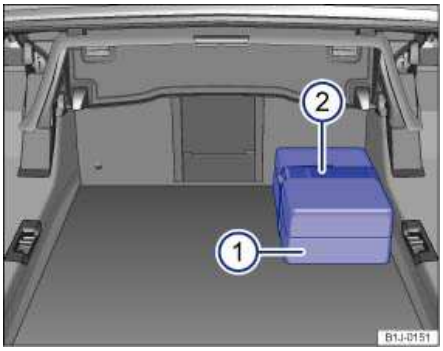

Fig. 178 Tool box 1 and restraining strap 2 on the floor of the luggage compartment 1.
Tool box on the floor of the luggage compartment ⇒ fig. 178 (1):	– Close the CSC roof if it is open – To open the tool box, open the clasp and remove the restraining strap (2).